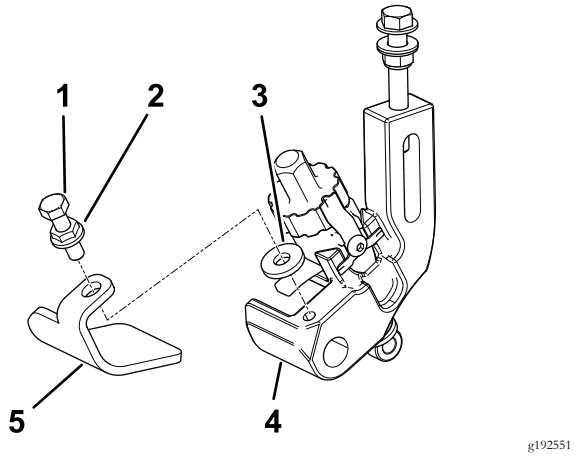

Figura 2
3. En el lado derecho de la unidad de corte, utilice el tornillo, la tuerca con arandela prensada y la arandela para posicionar el patín derecho en el soporte de altura de corte derecho (Figura 2).